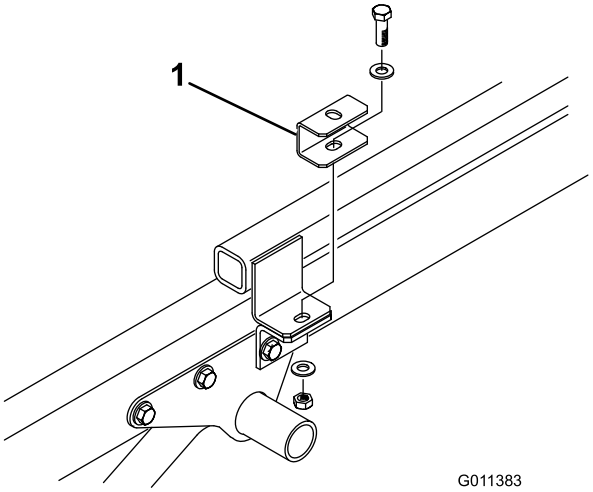

Figur 7
4. Fäst ett distansbricksfäste på varje dragkroksflik med huvudskruven, två planbrickor och den låsmutter som du tog bort tidigare (Figur 7).